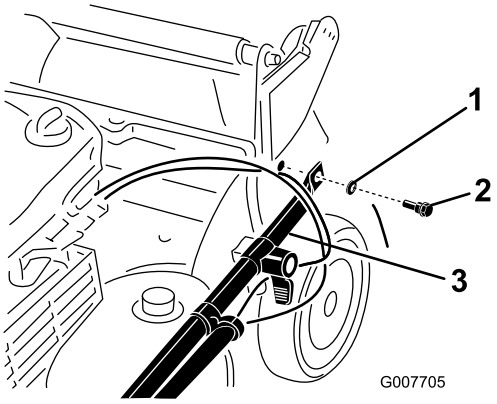

Bild 3
2. Befestigen Sie die Griffenden mit zwei Scheiben und zwei Griffschrauben am Mähergehäuse (Bild 3), **ziehen Sie die Griffschrauben nicht fest.**